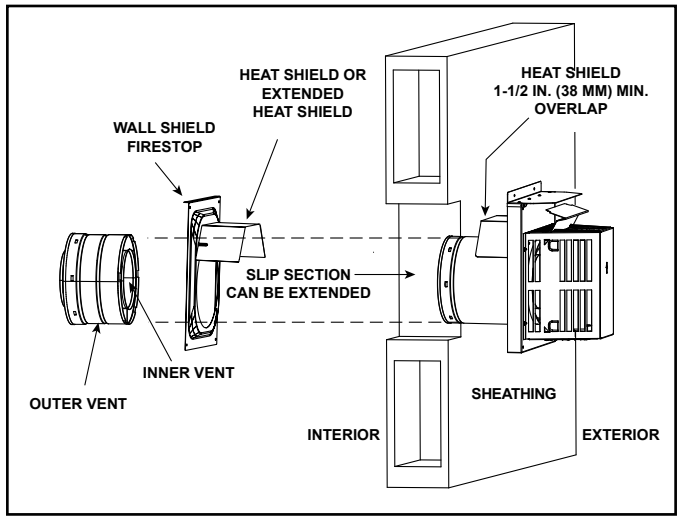

**Figure 7.14 Venting Through the Wall**
- ***DO NOT*** *remove the heat shields attached to the wall shield firestop and the horizontal termination cap (shown in Figure 7.14).*
There are two sections of the heat shield. One section is factory-attached to the wall shield firestop. The other section is factory-attached to the cap. See Figure 7.14.